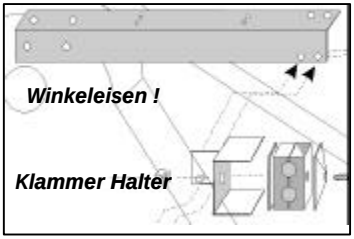

Bild 13
6. Montieren Sie die Referenz- und Richtungssensorhalterung, wie in Bild 13 gezeigt. Die Halterung ist so gestaltet, daß Sie sie auf jede Seite der Maschine anbringen können, indem Sie die Winkelhalterung einfach nur um 90° drehen.